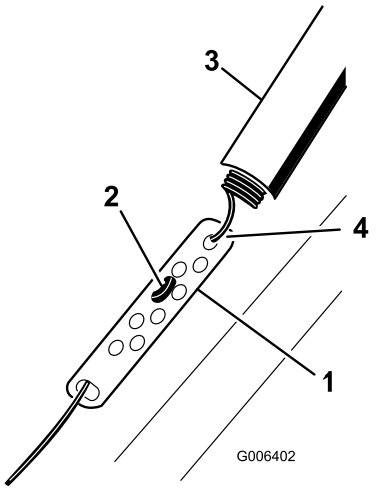

Figur 22
1. Skyv fjærdekselet opp og hekt løs fjæren fra justeringskoblingen (Figur 22).